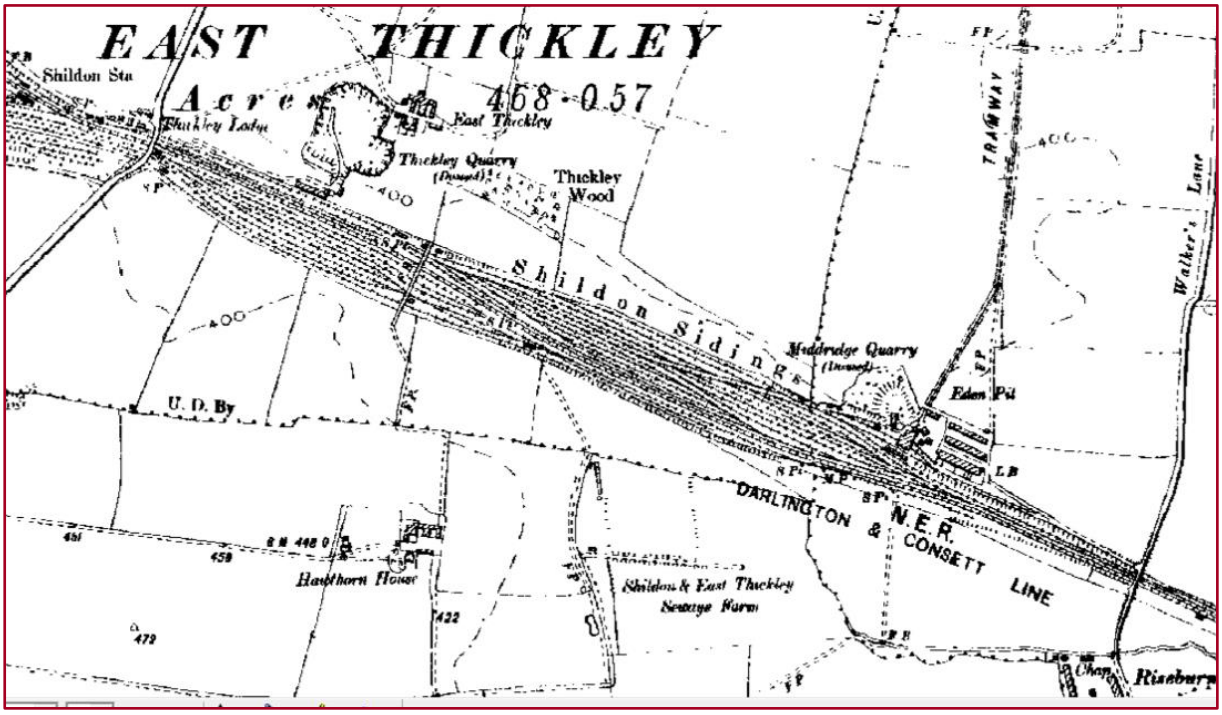

Figure 3. The 2nd edition OS map dating to 1897 showing the extent of the railway sidings after 70 years of growth
7. Keep a look out on your left for **stone walling,** partly hidden by trees. A high stone wall, with triangular copes, separated the railway line from Middridge Quarry, and may have supported sidings which extended out from the quarry to join the main line (see figure 3). The presence of the Stockton & Darlington Railway line made the export of materials from quarries and mines more practical, and so quarries such as this opened up along the way. This quarry was disused by the end of the 19th century. At the foot of this wall are a number of early stone sleepers. These are four hole sleepers, which were introduced in about 1834, to improve the stability of the rails.